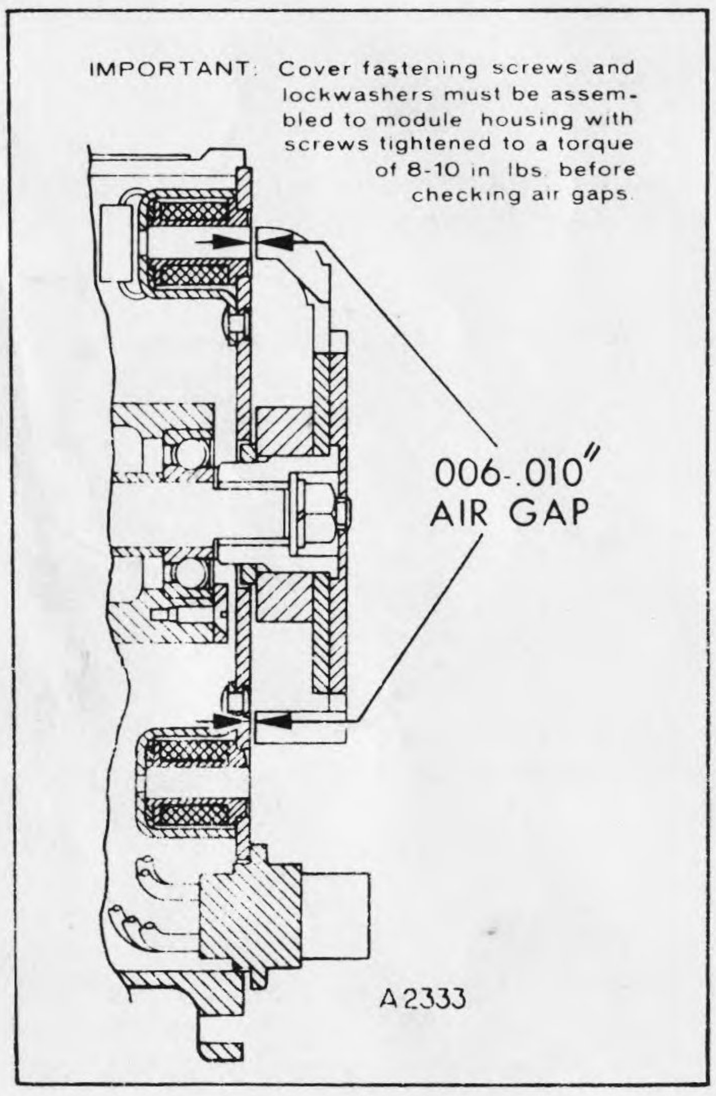

Figure 6-4 — Distributor Rotor to Coil Core Air Gap Dimension
c. Assemble the plain washer (52), lockwasher (53) and fastening nut (54) to the shaft. Tighten the nut to a torque of 22-25 in. lbs.
d. Rotate the drive plate (4) several times to make certain that all moving parts turn freely. If a binding condition exists, it must be corrected. DO NOT mistake magnetic lock, or drag, for a binding condition.
6.11 Distributor Rotor (51) Cont'd.
f. Check the air gap between the rotor fingers and the triggering coil cores - this should measure .006 - .010" (refer to Figure 6-4). Should the air gap be other than that specified, adjust by adding or removing spacing washers (42) to the distributor gear shaft until the correct air gap is obtained - THIS IS IMPORTANT.